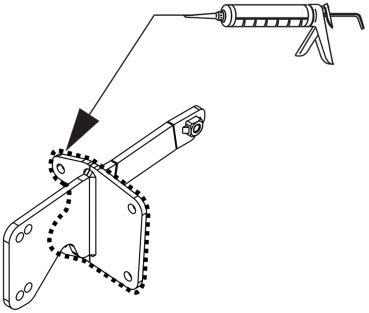

Fig. 3
8. Герметизировать обозначенные части (см. рис. 3)